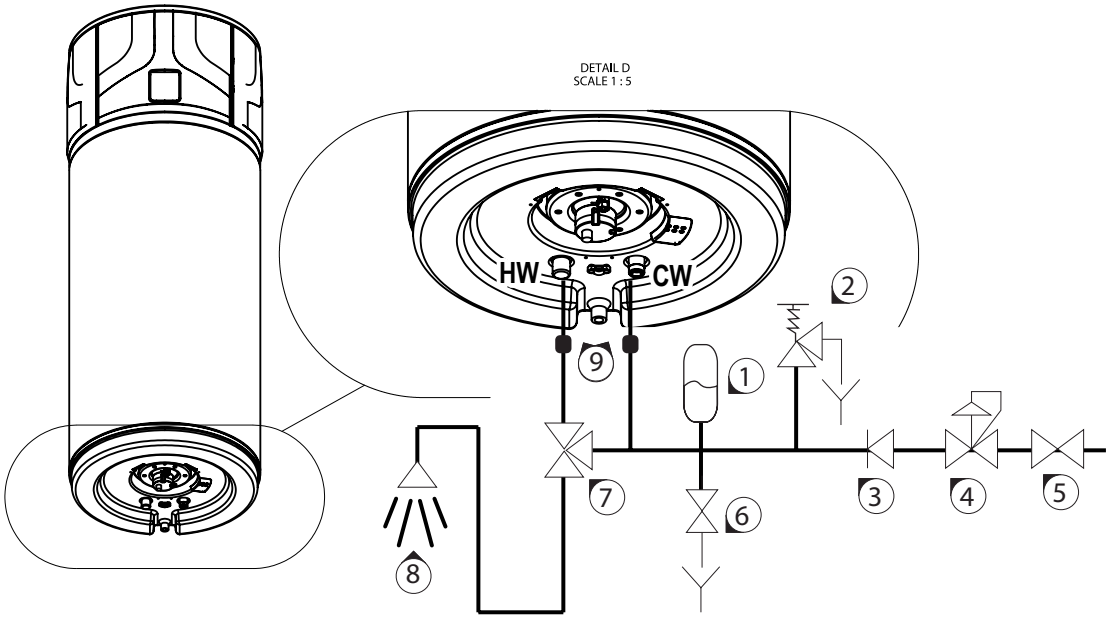

fig. 20
6.4. Ligações da alimentação de água (Fig. 20; 21)